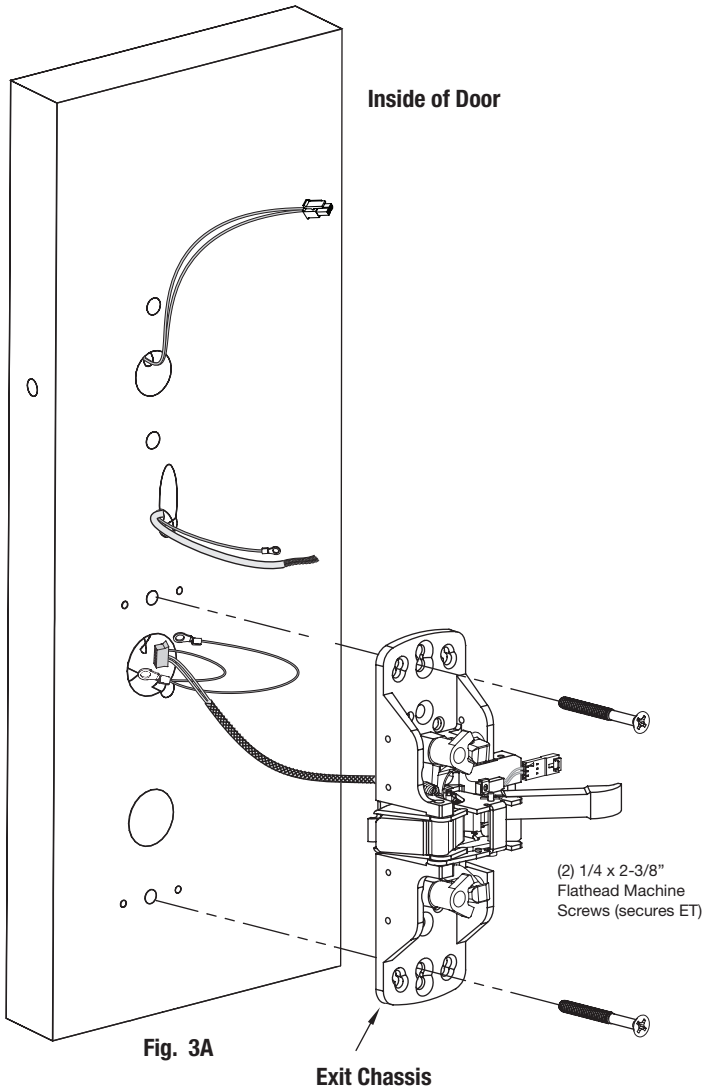
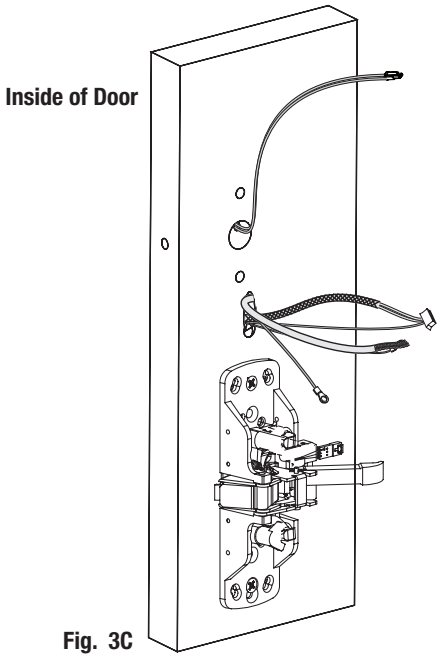

Fig. 3A
Fig. 3C
NOTE: Exit chassis harness consists of a 6-pin female connector and two different-sized ground lugs (Fig. 3A)
1. Feed 6-pin connector and **larger** ground lug straight through to outside of door (Fig. 3A, B) while feeding smaller ground lug into wire hole, up through wire channel and out through inside of door (Fig. 3C).